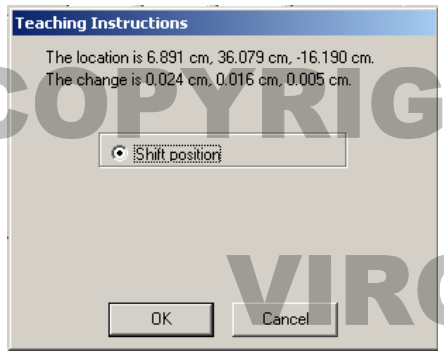

Figure 6. New framing coordinates.
2.10 After the framing is performed, another window will open up which provides the measured coordinates for the new framing as compared to the current coordinates (an example is shown in Figure 6).
2.16 Click on Start. As directed in step 2.11 and in Figure 6, if the resulting values after framing are equal to or less than 0.025 at the x, y and z coordinates, then click Cancel. If one is greater than 0.025, then click OK.